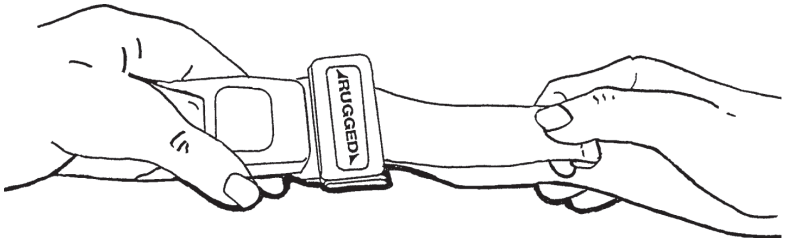

Figura 48
- **Per allungare la cinghia di contenimento**, afferrare la linguetta di chiusura, inclinarla rispetto al nastro da cintura, quindi tirarla (Figura 48). Un'orlatura all'estremità della cinghia impedisce la fuoriuscita della piastrina di chiusura.
- **Per accorciare la cinghia di contenimento**, afferrare l'orlatura e tirare la cintura attraverso la piastrina di chiusura fino ad ottenere la tensione desiderata (Figura 48).